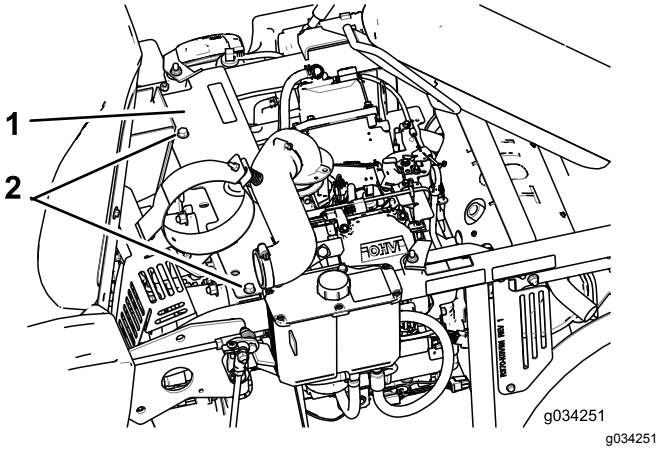

Figuur 32
7. De spannerarm van de pompriem smeren (Figuur 32).